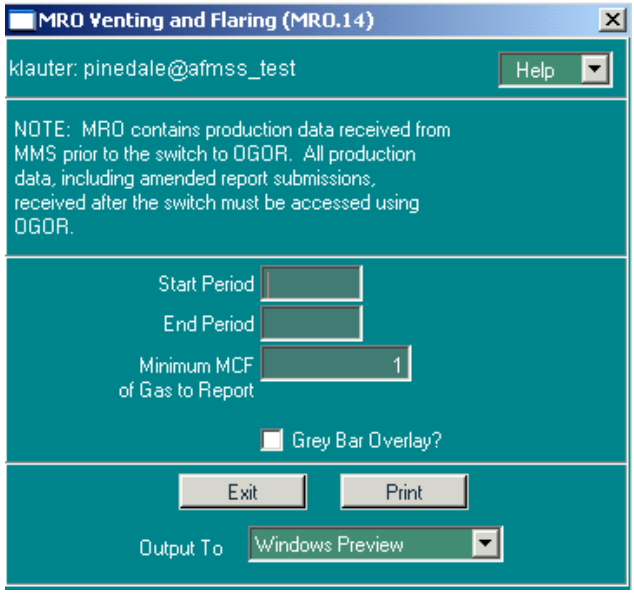

Figure 6-14: MRO Venting and Flaring (MRO.14) Window
1. From the *Non-Indian AFMSS Main Menu* select **MRO/MRO Reports** and click **Flaring (MRO.14)** to launch the *MRO Venting and Flaring (MRO.14)* window (Figure 6-14).